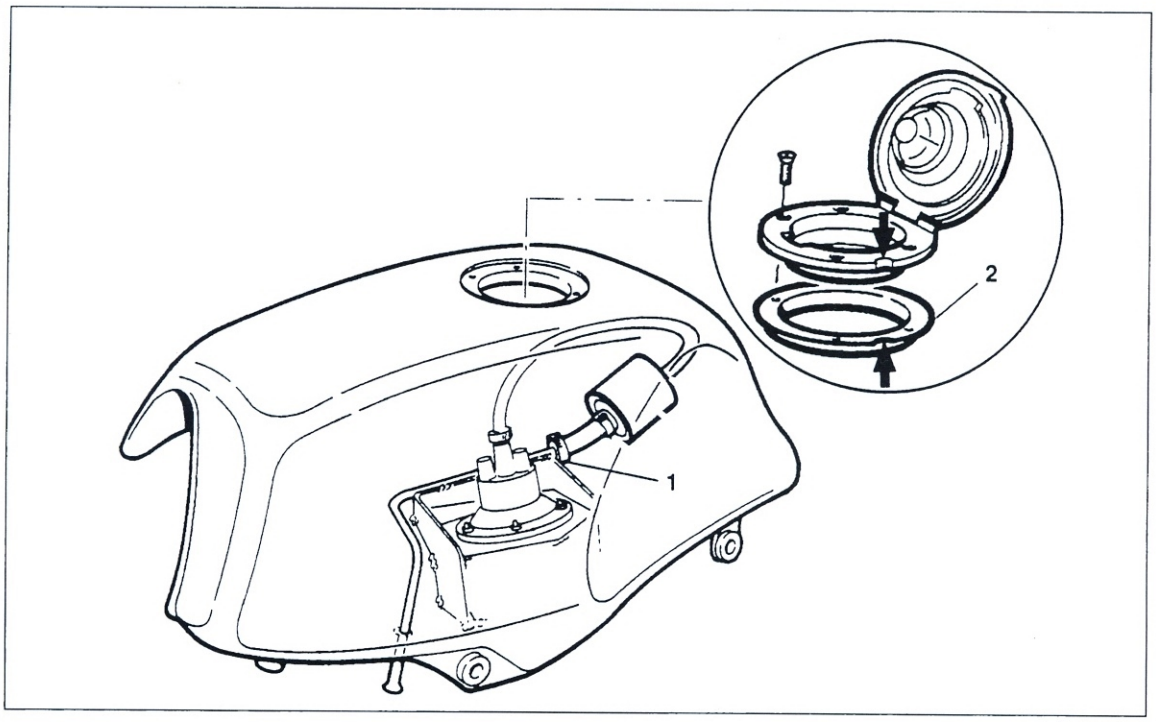

Bild 11
- Befestigungsschrauben des Einfüllstutzens lösen und Stutzen herausnehmen (Bild 11).
- Im Tankinneren Schlauchschelle ① an Druckleitung lockern und zum Filter schieben.
- ⚠ Darauf achten, dass Dichtung des Einfüllstutzens Überlaufbohrung nicht verschliesst. Ausschnitte (Pfeil in Bild 11) beachten.